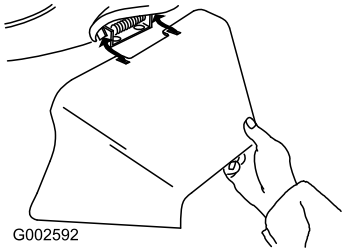

Figuur 29
3. Monteer het zijuitwerpkanaal en sluit het deurtje (Figuur 29).